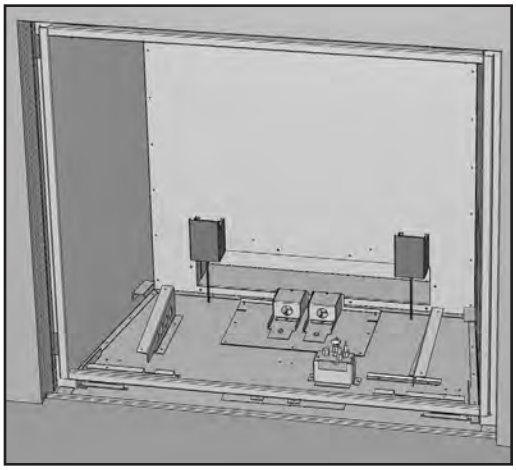

Figure 44: Porcelain Light Covers in Place.
2. Ensure the light covers provided with your kit are installed on the Light Cover Bases at the rear of the firebox. The tabs on the back of the Light Cover slide down behind the light cover base. Refer to Figures 44 and 45.
1. Install the porcelain Light Covers over the Light Cover Base. The tabs on the back of the Light Cover slide down behind the Light Cover Base. Refer to Figures 44 & 45.